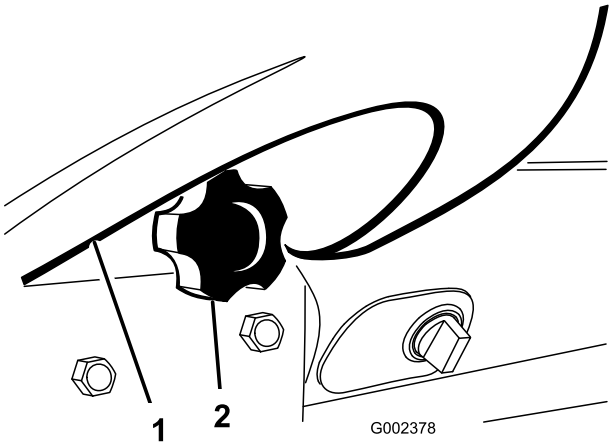

Figuur 29
2. Draai de knop los waarmee de bekerhouder is vastgezet aan het dashboard (Figuur 29). Verwijder de bekerhouder van het dashboard.